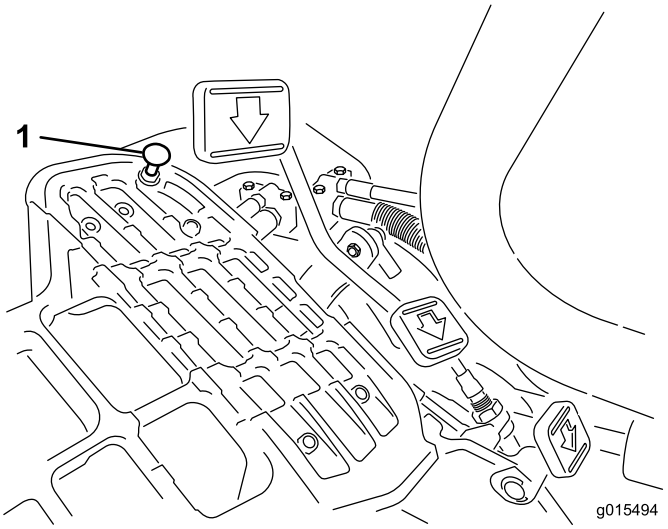

Figur 54
Trykk ned trekkpedalen. Hvis du kan tråkke pedalen helt inn (Figur 54) før det er spenning i kabelen, er det nødvendig med en justering.
1. Løsne flenshodelåsemutterne som fester pedalstopperen til gulvet (Figur 54).